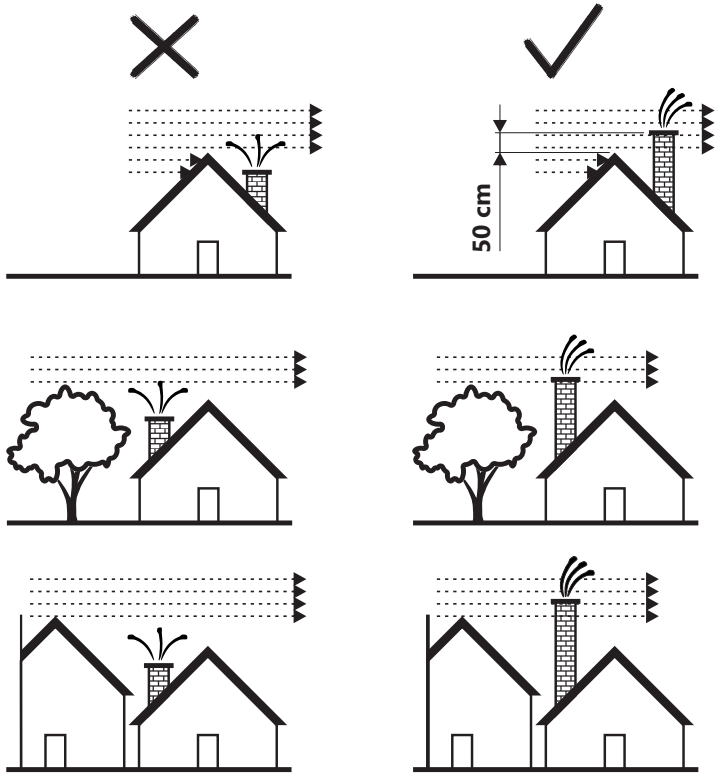

Abbildung 2
- Der Schornstein muss mindestens 0,5 m höher als der Dach sein und über alle Objekte/Hindernisse in seiner Nähe (Nachbarhaus, Baum) hinausragen (Abbildung 2).